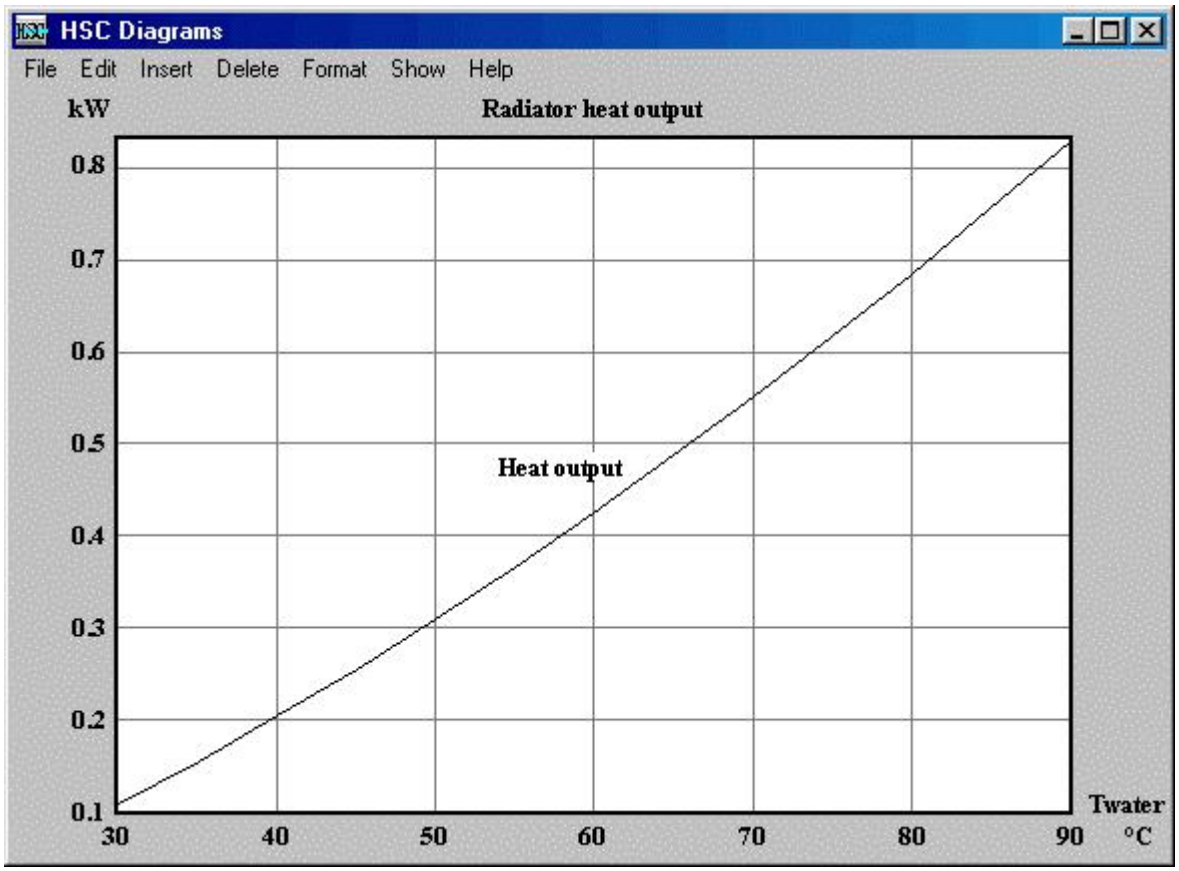

Figure 14 *Dia ra s o in t e in uence o t e inside te erature on t e radiator eat out ut.*
9. In the **Diagram Table** window, it is possible to specify properties in detail. However, if this is not necessary just press **Diagram** here too. The resulting diagram is shown in Figure 14.